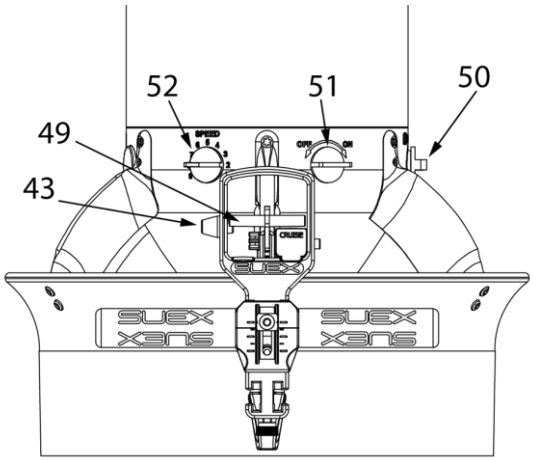

Fig 17 - Scooter Controls
the scooter operates at "first speed" (i.e., at the speed that turns out to be set on the speed selector switch (52 - **Fig 17 - on p. 14**): maintenance at this speed is facilitated by the finger rest element (48).
The speed selector switch (52 - **Fig 17 - on p. 14**) allows for precise adjustment of the scooter's speed. The speed settings are indicated by digits ranging from 1 to 9, where 1 corresponds to the minimum speed and 9 corresponds to the maximum speed.